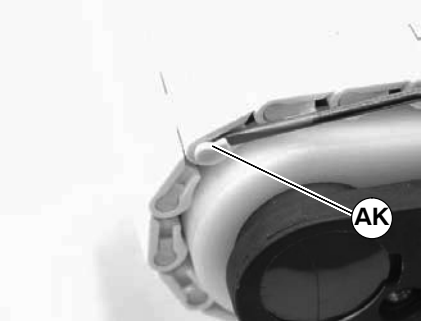

Figure 25
1. Choose one link on the idler end of chain to remove endcaps. With a 2.4 mm flat blade screwdriver, pry under tab of end caps (AK of Figure 25) and remove end cap. Repeat for opposite side of conveyor.